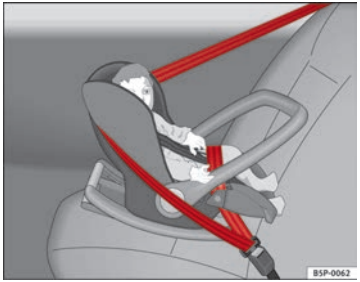

**Fig. 28 A group 0 rear-facing child seat fitted on the rear seat**
**Group 0:** For babies up to about 9 months old and 10 kg in weight, the most suitable seats are those appearing in the illustration ⇒ Fig. 28.